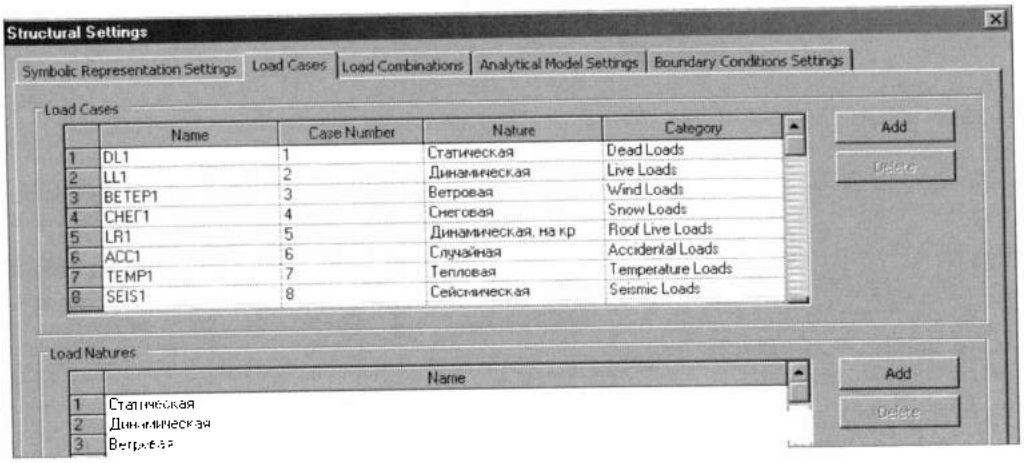

Рис. 44.12. *Настройка конфигураций нагрузок*
Типы нагрузок. Редактирование и добавление типов нагрузок выполняется на вкладке **Load Cases** (Варианты нагрузок) (рис. 44.12) бокса **Structural Settings** (Параметры каркаса), который открывается одноименной командой на ленте **Manage** в разделе **Project Settings**.
3. Щелкнуть в поле **Case or Combination** (Тип или комбинация) справа и выбрать из списка в качестве переменной одну из нагрузок, определенную в **Load Cases** на рис. 44.12. Затем щелкнуть в поле **Factor** (Коэффициент) и ввести значение весового коэффициента.